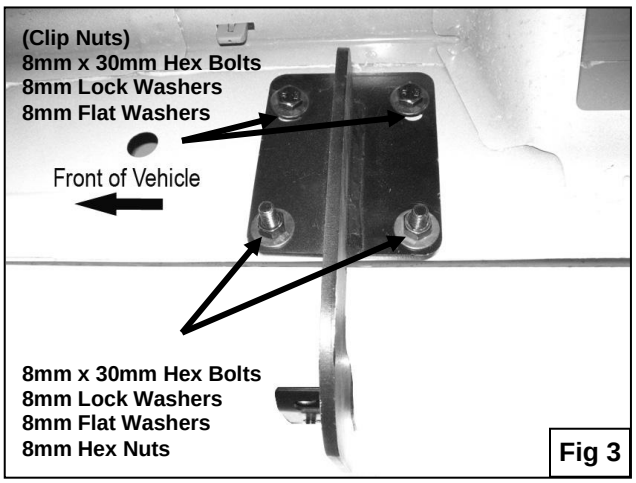

Fig 3
4. Partially attach passenger side Mounting Brackets to already inserted Clip Nuts using the included (3 or 4) 8mm x 30mm Hex Head Bolts, (3 or 4) 8mmLock Washers, and (3 or 4) 8mm Flat Washers **(Figure 3)**. **NOTE:** Cradles on the Mounting Brackets should face the front of the vehicle.
5. Attach bottom holes in the Mounting Bracket to pinch weld using the included (4) 8mm x 30mm Hex Head Bolts, (4) 8mm Lock Washers, (4) 8mm Hex Nuts, and (8) 8mm Flat Washers **(Figure 3)**.